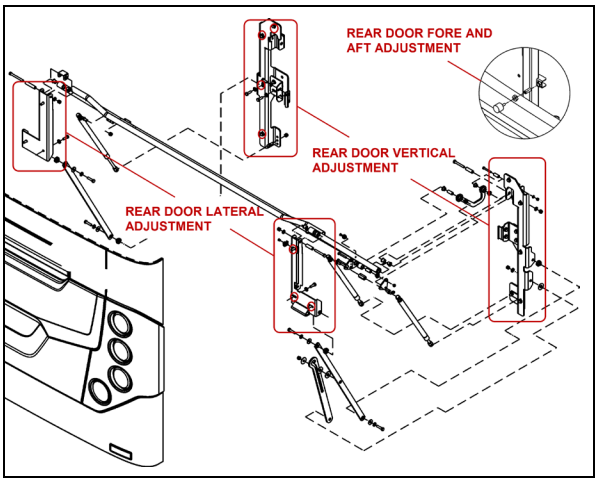

**FIGURE 113: ENGINE COMPARTMENT DOOR** 18633_1
1. To adjust the door VERTICAL position, loosen the bolts (4 on each side) holding the door supporting arm and gas springs bracket to the *vehicle structure* (Figure 113).
2. To adjust the door LATERAL position, loosen the bolts (3 on each side) holding the door supporting arm and gas springs bracket to the *door* (Figure 113).
3. Adjust the door FORE & AFT position by screwing/unscrewing the rubber door stops on each side of the door opening (Figure 113).